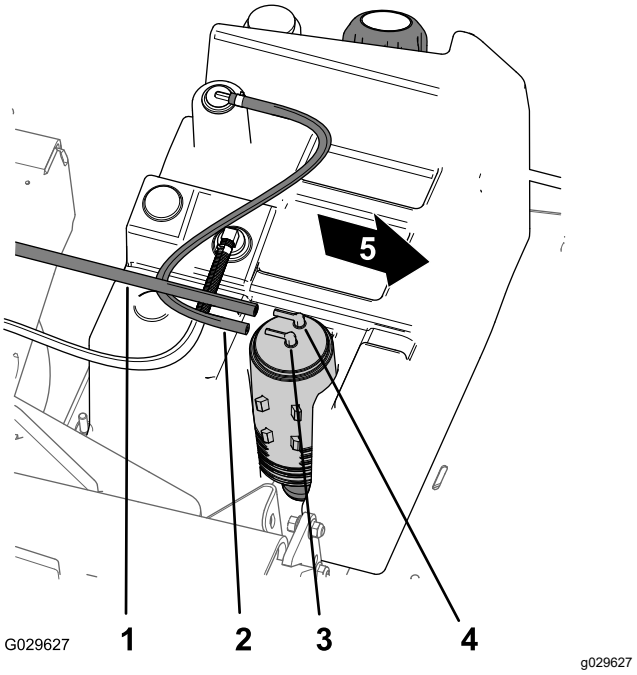

Figur 47
1. Fjern vakuumslangen fra fittingen på kulfilterbeholderen med betegnelsen Purge (Figur 47).
2. Fjern brændstoftankens slange fra fittingen på kulfilterbeholderen med betegnelsen Fuel Tank (Figur 47).
8. Monter vakuumslangen på fittingen på kulfilterbeholderen med betegnelsen Purge, og brændstoftankens slange på fittingen med betegnelsen Fuel Tank (Figur 47).